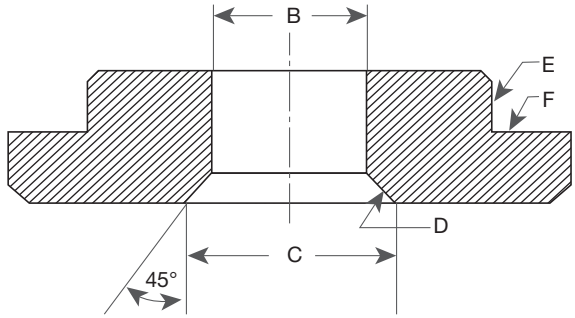

图 45: 底部弹簧垫圈
1. 选择一个直径小于排出管外径大约 0.016" (0.40 mm) 的钻头，用它从基座 (1) 上除去排出管 (40)。在排出管连接到基座的位置钻入排出管的孔中。这样使管壁厚度减小到可以容易地折叠排出管再去掉它。波纹管法兰会盖在导向套表面上的孔，在去掉排出管后仍然要保留它。
2. 加工现有的下部弹簧垫圈 (17)（见图 45 和表 22）。